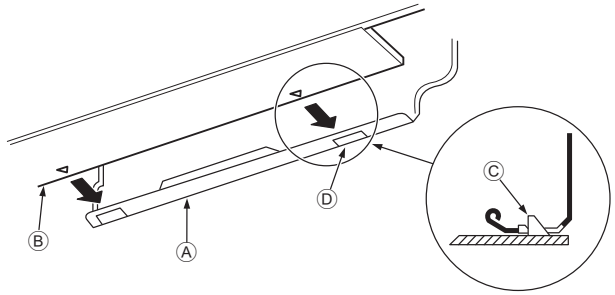

Fig. 3-10
3. Hängen Sie den oberen Teil der Innenanlage an die Montageplatte ①, während Sie die Kältemittelleitung und das Abflussrohr in die Wandöffnung (Tülle) einführen.
5. Befestigen Sie die Innenanlage, indem Sie sie gegen die Montageplatte ① drücken. (Fig. 3-10)
* Vergewissern Sie sich, dass die Knöpfe unten an der Innenanlage sicher in die Montageplatte ① eingehängt sind.